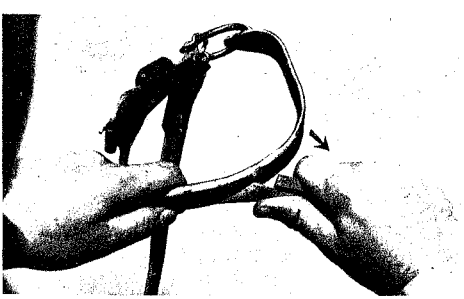

Fig. 20 — Honing Inner Surface
7.04 Hone the inner surface of the gaff by starting the stroke near the leg iron and continue over rounded curve of tip as indicated in Fig. 20 Stop the honing stroke before the stone slides off the end of the gaff to prevent dulling the tip. About 20 to 25 strokes of the honing stone should be enough.